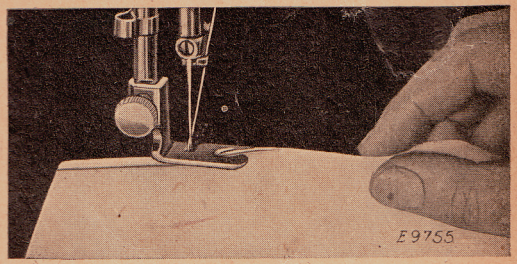

Fig. 33. Starting a Hem at the Edge
3. Draw the material toward you through the Hemmer, as shown in Fig. 33, at the same time making the second fold at the very edge. Continue to draw the material through the Hemmer until the edge is just under the needle. Place the upper and lower threads together under the Hemmer foot and assist in starting of the hem by slightly pulling the threads from the back as the machine is run.